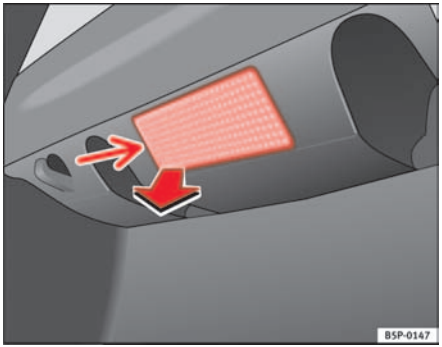

Fig. 191 Luggage compartment light
- Extract the tulip shaped fitting by pressing on the inside edge of this -arrow- using the flat side of a screwdriver ⇒ fig. 191. ▶